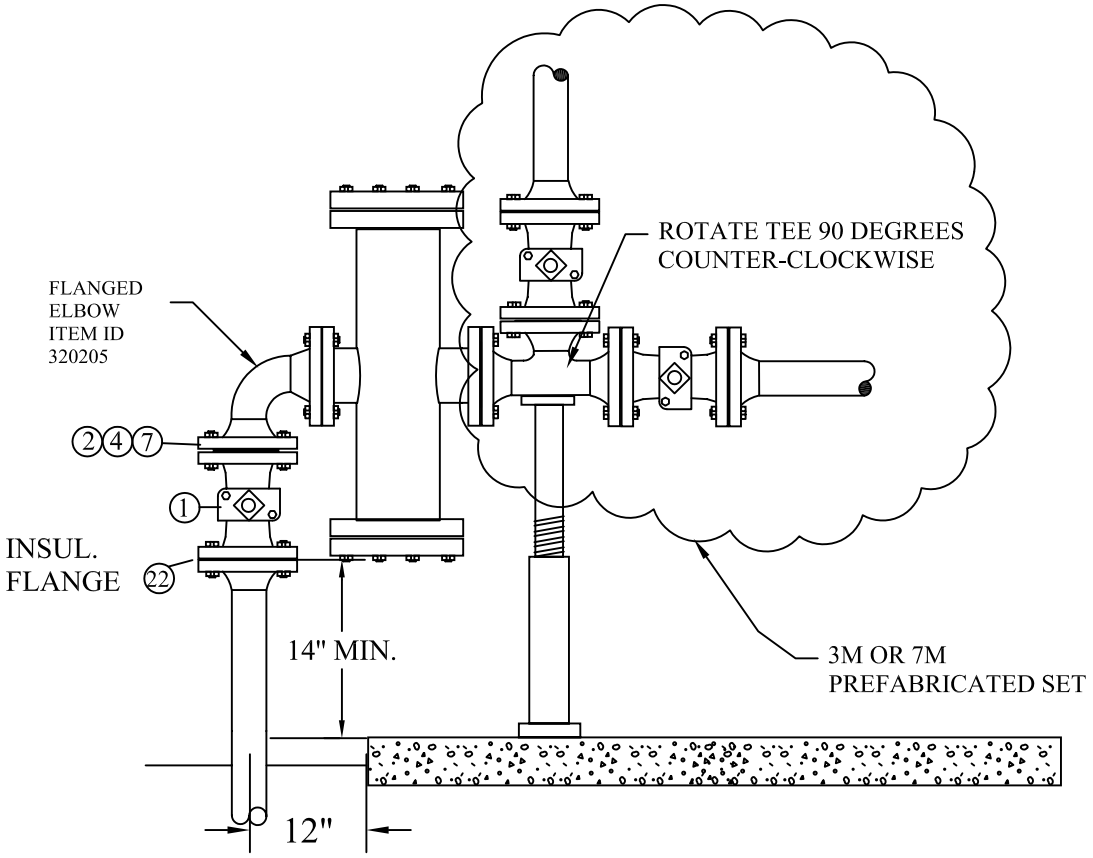

FIGURE 2 - FOR
G. 2" STRAINERS (ITEM ID 301028) AND FILTERS (ITEM ID 321025) CAN BE USED TO PROTECT EQUIPMENT FROM IN LINE DEBRIS. FOR PREFABRICATED SETS USE A FLANGED ELBOW (ITEM ID 320205) AND ROTATE FLANGED TEE AFTER INLET VALVE FOR STRAINER/FILTER INSTALLATION. SEE FIGURE 2 ON PAGE 9.